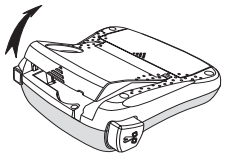

Figure 3
1. Soulevez le couvercle de la cassette pour ouvrir le compartiment de la cassette. Voir figure 3.